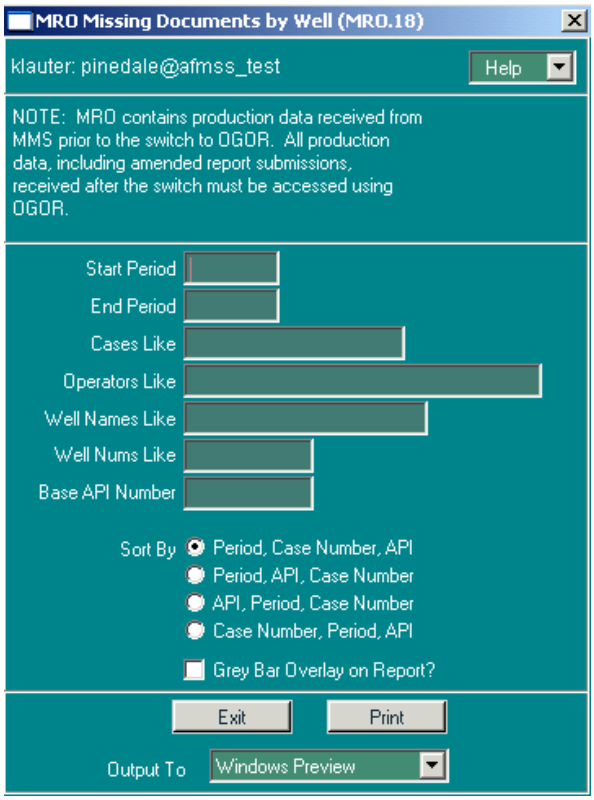

Figure 6-18: MRO Missing Documents by Well (MRO.18) Window
1. From the *Non-Indian AFMSS Main Menu* select **MRO/MRO Reports** and click **Missing Documents by Well (MRO.18**) to launch the *MRO Missing Documents by Well (MRO.18)* window (Figure 6-18).